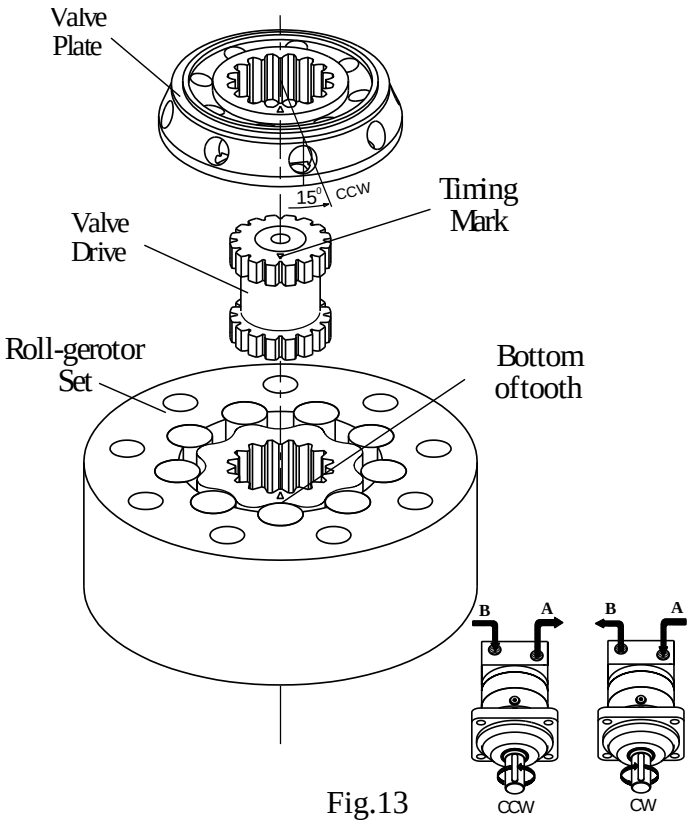

Fig.13
16. Align mark on valve drive with a hole in the outer rim of the Valve Plate. Turn Valve Plate clockwise (as shown on Fig.13) until splines in the two parts engage / rotation about 15°/.